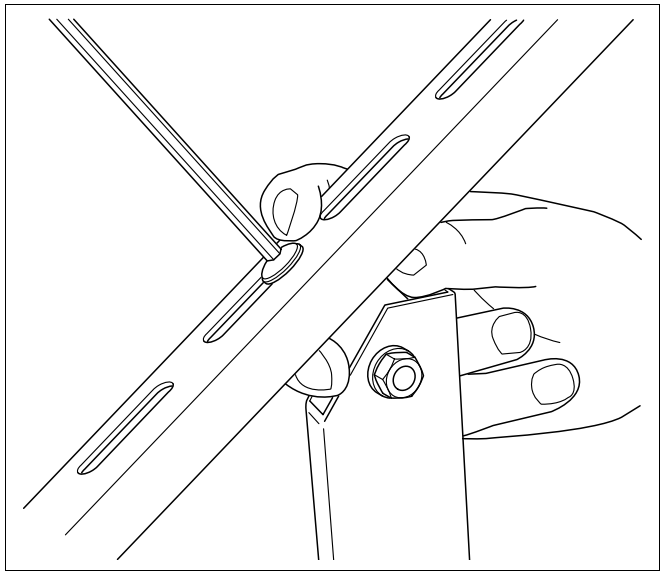

Afb. 20 Steunen aan de collectorsteun vastschroeven
- Schroef de steunen (afb. 20) met behulp van een schroef met bolle kop vast aan de bovenste aanslag van de lange bevestigingsopening.